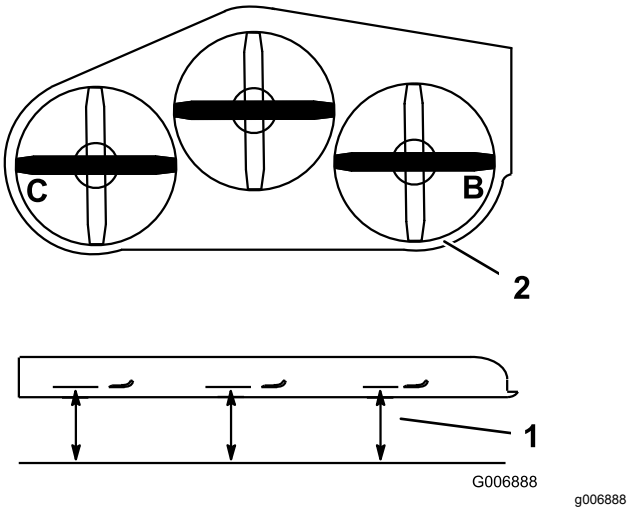

Rysunek 97
1. Ustaw **prawe** ostrze w osi poprzecznej (Rysunek 97).
2. Dokonaj pomiaru prawego ostrza w położeniu **B** od poziomej powierzchni do krawędzi tnącej końcówki ostrza (Rysunek 97).
4. Ustaw lewe ostrze w osi poprzecznej (Rysunek 97).
5. Dokonaj pomiaru lewego ostrza w położeniu **C** (Rysunek 97) od poziomej powierzchni do krawędzi tnącej końcówki ostrza.